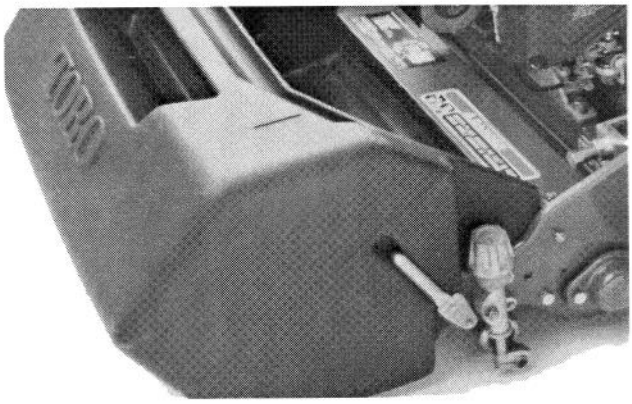
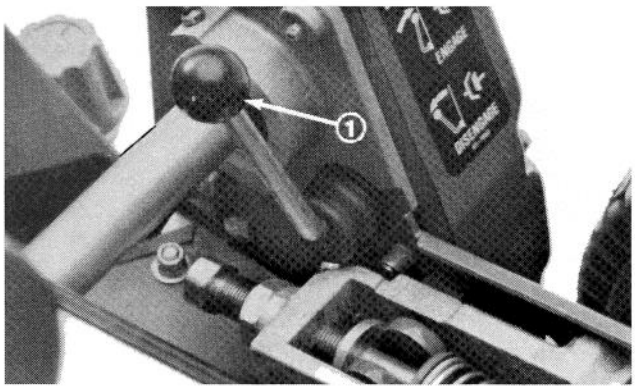

Fig. 12
Fig. 13
Levier d'engagement de traction (Fig. 12)—situé du côté avant droit du panneau de commande. Deux positions: POINT MORT et AVANT. Pousser le levier en avant pour engager la transmission.
Commutateur marche/arrêt (Fig. 12)—situé du côté arrière gauche du panneau de commande. Placer le commutateur sur ON (MARCHE) pour démarrer le moteur et sur OFF (ARRET) pour l'arrêter.
Frein de service/parking (Fig. 12)—situé du côté avant gauche du panneau de commande. Sert à ralentir ou arrêter la machine; sert aussi de frein de parking. Pour serrer le frein de parking, tirer le levier complètement en arrière.
Commande d'accélération (Fig. 12)—située du côté arrière droit du panneau de commande. Deux positions: SLOW (LENT) et FAST (RAPIDE). Le régime du moteur peut être varié entre les deux réglages.
Levier d'engagement des cylindres (Fig. 13)—situé à l'angle avant droit de la machine. Deux positions: ENGAGE (ENGAGEMENT) et DISENGAGE (DESENGAGEMENT). Tirer ou pousser le levier pour engager ou désengager le cylindre.
1. Vérifier que les leviers de traction (Fig. 12) et des cylindres (Fig. 13) sont à la position DISENGAGE.
3. Mettre la commande marche/arrêt (Fig. 12) sur ON.
4. Mettre la manette d'accélération (Fig. 12) sur FAST.